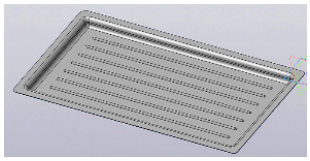

Рис. 1.48
8. Нажмите кнопку Открытая штамповка на панели Элементы листового тела**.** В параметрах выберите подраздел Буртик В параметров задайте следующие свойства: Тип: Закрытый; Форма сечения: Круглая; Способ задания: Высота и Радиус, Высота: **2** мм, Радиус **2** мм; Скругление основания: Есть; Радиус основания: **4**. Ввод параметров заканчивается нажатием кнопки ✓ (рис. 1.48).